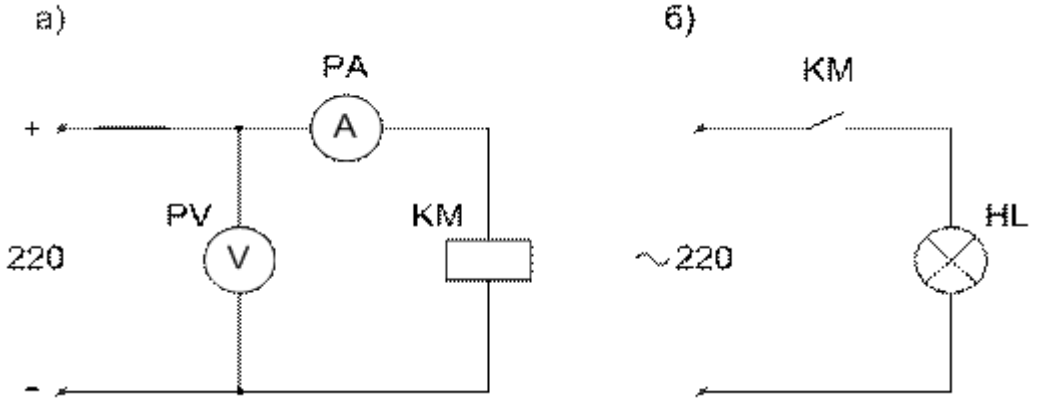

Рис. 5.2. Схема исследования характеристик контактора постоянного тока:
2. Собрать электрические схемы для исследования контактора (рис. 5.2 *а*, *б*).